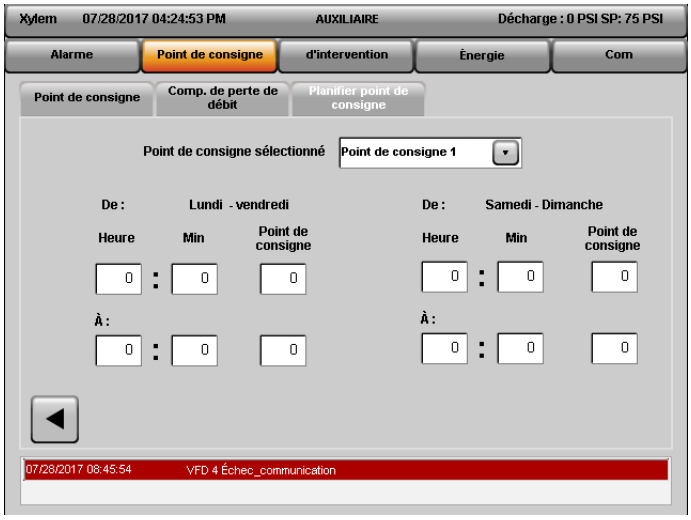

Figure 5.4.4 – Page Point de consigne programmé
- **Point de consigne programmé** - Lorsque le point de consigne programmé est sélectionné comme point de consigne de contrôle, le point de consigne est alors calculé en fonction des valeurs de point de consigne entrées sur la page Point de consigne programmé comme l'illustre la Figure 5.4.4.
Lorsque le point de consigne programmé est sélectionné comme point de consigne de contrôle, le point de consigne est alors calculé en fonction des valeurs de point de consigne entrées sur la page Point de consigne programmé comme l'illustre la Figure 5.4.4.